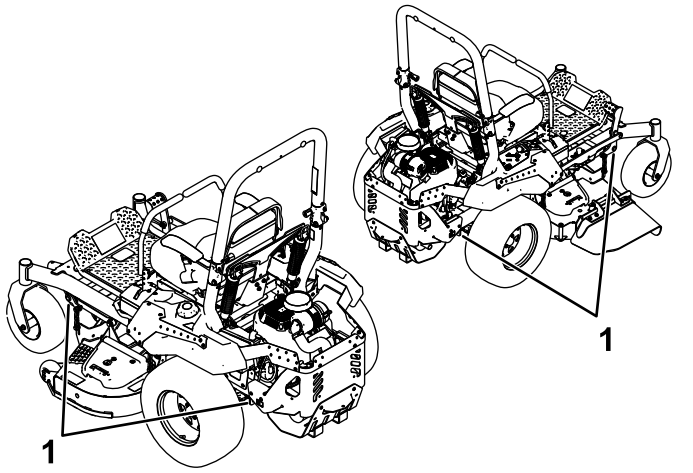

Figure 40
6. Arrimez la machine près des roues pivotantes avant et du cadre arrière à l'aide de sangles, chaînes, câbles ou cordes (Figure 40). Reportez-vous à la réglementation locale concernant les exigences en matière d'arrimage.